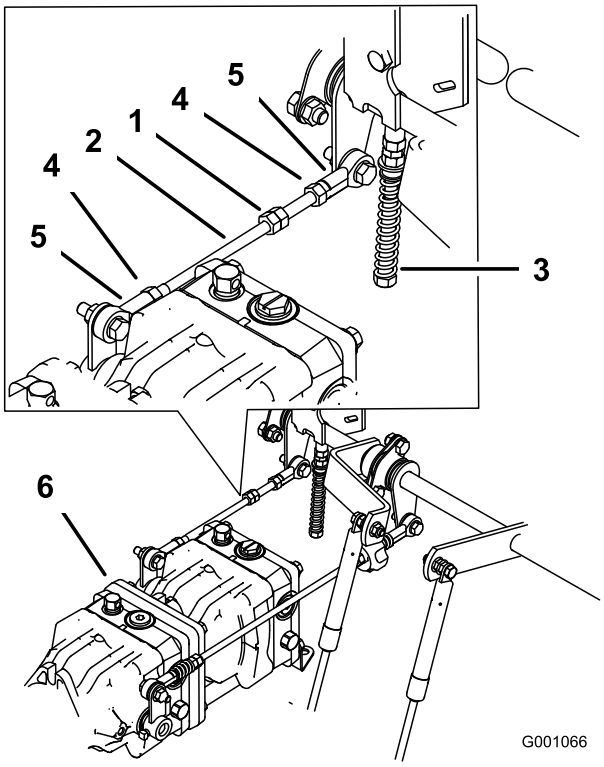

**Figur 72**
1. Løsn låsemøtrikkerne ved kugleleddene på pumpestyrestangen (Figur 72).
3. Juster pumpestangens længde ved at dreje dobbeltmøtrikkerne på pumpestangen i den relevante retning, indtil hjulet står stille eller kryber en smule i bakgear (Figur 72).
6. Stram låsemøtrikkerne ved kugleleddene (Figur 72).